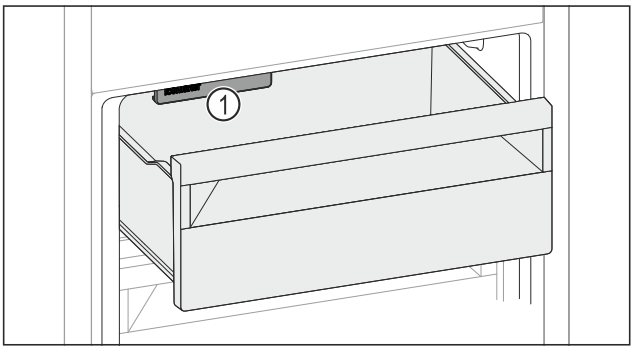

Fig. 182
▶ Watch out for the IceMaker *Fig. 182 (1)*.